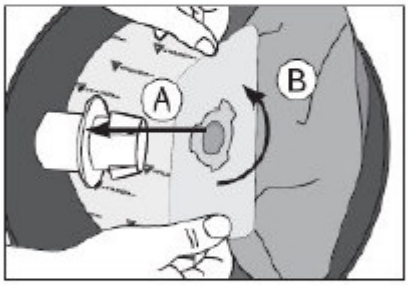

figure 20
4. Assurer l'étanchéité en insérant le sac jusqu'à la bague de rétention **(figure 20 - A)**.
Effectuer une rotation du sac d'environ 20° **(figure 20 - B)** vous assurant que les coches du sac ne sont plus alignées avec les pointes de l'adaptateur.